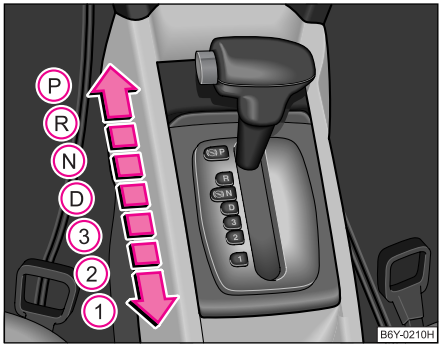

Fig. 95 Selectorul de viteze
– Mențineți tasta de blocare (din maneta de selectare a vitezelor) apăsată, poziționați selectorul în poziția dorită, de ex. **D** ⇒ pagina 111, fig. 95, şi eliberați tasta de blocare.